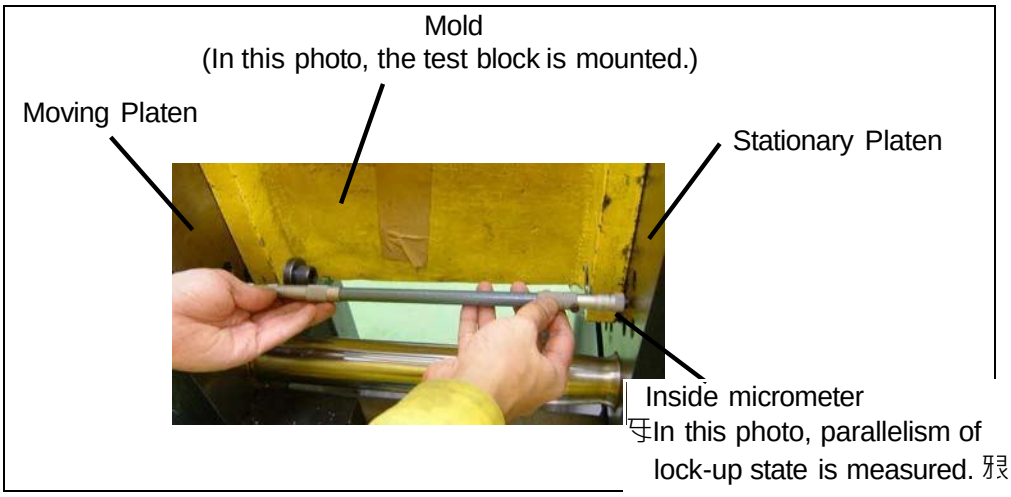
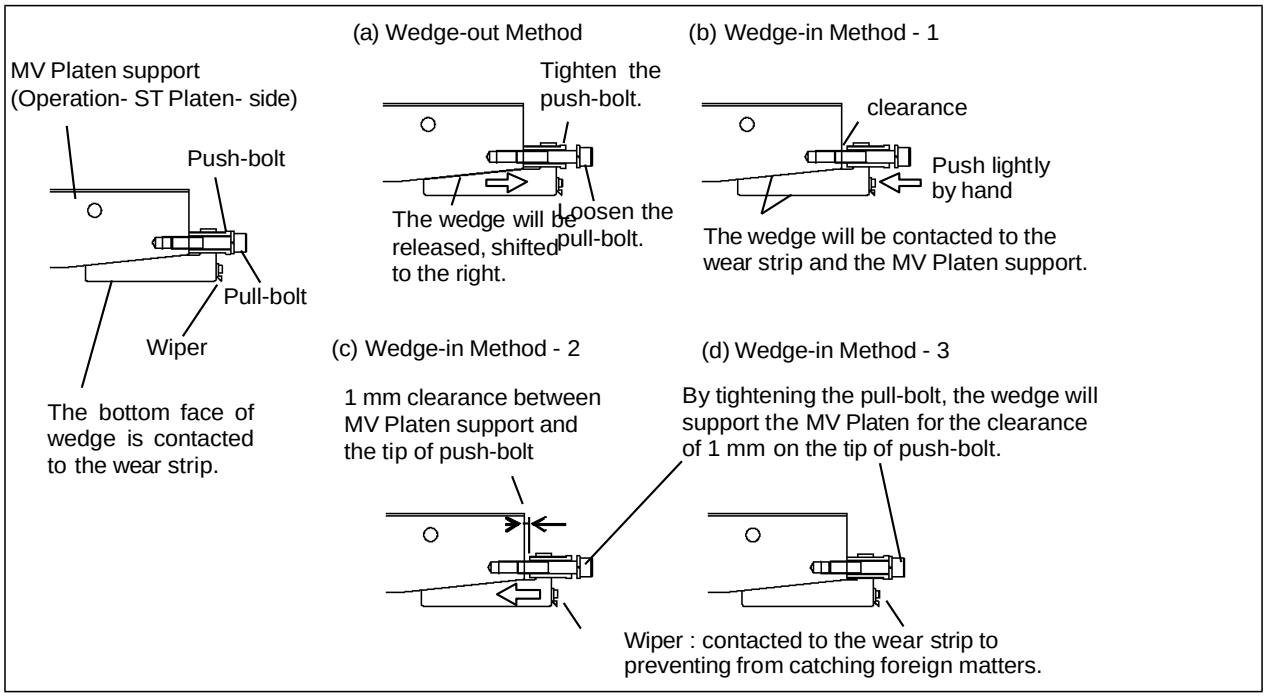

Fig.3 Parallelism measurement by Inside micrometer (same as Fig.1)
Fig.4 Wedge-in and wedge-out methods for MV Platen support
(1) Mount the mold for the actual moldings, and execute the automatic die height adjustment for the rated tonnage setting.
(2) Measure the platen parallelism for 30 mm-opening of the mold.
- Measure the platen parallelism for 30 mm-opening of the mold referring to Fig.3, and record the parallelism data. In this step, measurement and recording are required. No adjustment is needed here.
(4) Turn off the main breaker.
(5) Remove the covers of the clamping unit.
(6) Remove the MV Platen support units on the operation side and non-operation side
- Before removing the MV Platen support units, release four wedges, referring to Fig.4(a).
(8) Assemble new MV Platen supports (for operation side and for non-operation side) to the MV platen.
- Before assembling, release four wedges referring to Fig.4(a).
(9) Assemble the wedges on the new MV Platen supports referring to Fig.4(b),(c),(d).
- On the every step for Fig.4(b),(c) and (c), assemble in the following order
(10) Turn on the power.
(11) Mount the mold for the actual moldings, and execute the automatic die height adjustment for the rated tonnage setting.
- mount the same mold as step (1)
(12) Measure the platen parallelism for 30 mm-opening of the mold.
- Measure the platen parallelism for 30 mm-opening of the mold referring to Fig.3.
(13) If the parallelism in step (12) is very different from the parallelism in step (2), the fine-adjustment for four wedges will be needed to get closed to the parallelism in step (2).
(14) After (13) completed, dismount the mold and put the covers on the machine.